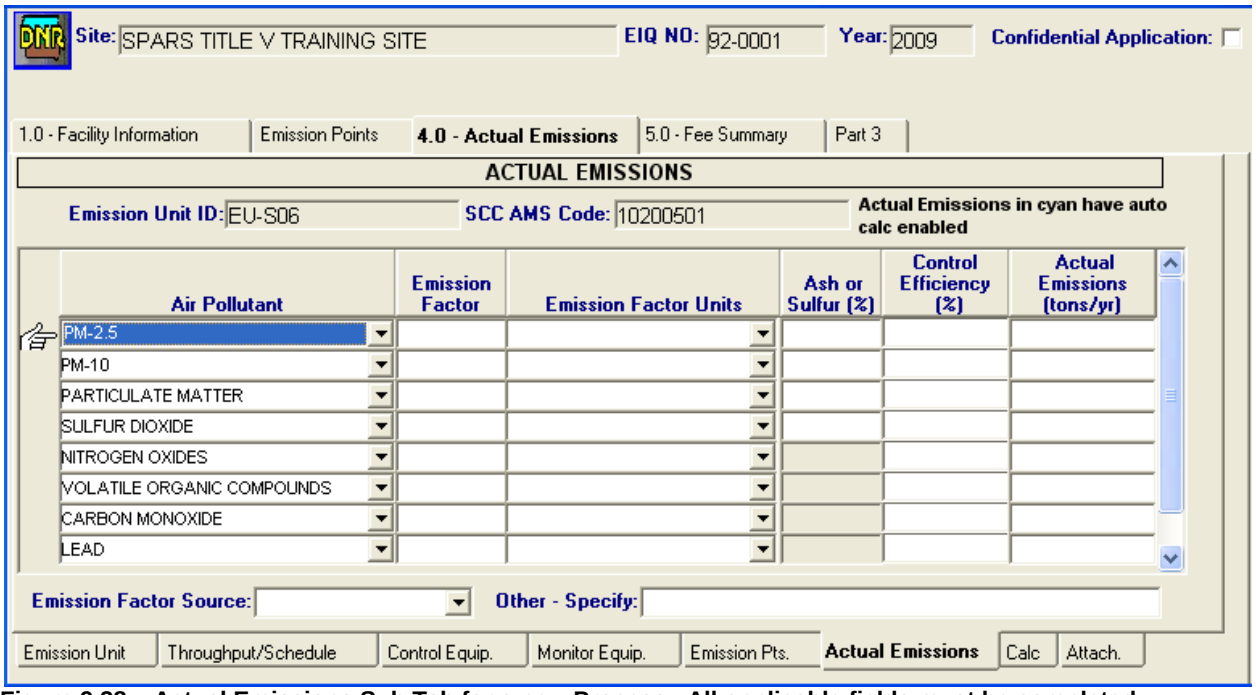

Figure 9.38 – Actual Emissions Sub Tab for a new Process. All applicable fields must be completed.
11. For a new process, enter for each applicable pollutant all the required information, such as emission factor, emission factor unit, source of emission factor, actual emissions (if SPARS does not auto-calculate), etc. (see Figure 9.38).